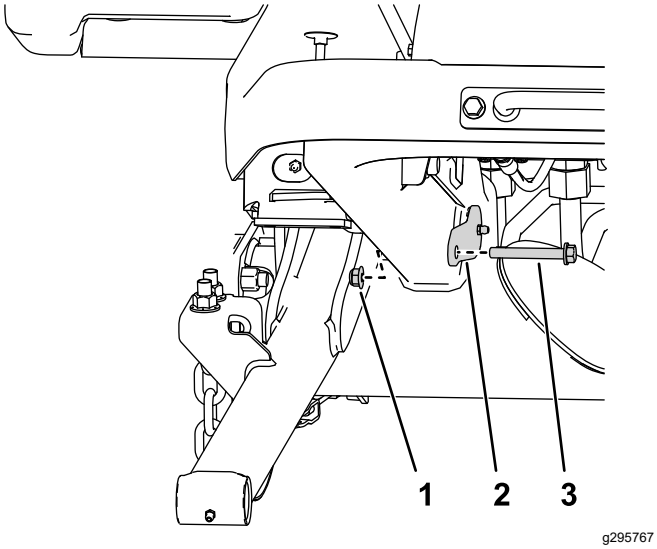

Figur 6
4. Använd två muttrar (⅜ tum) och två bultar (⅜ x 2 ¾ tum) för att fästa de stora stiften på ramen (Figur 6).